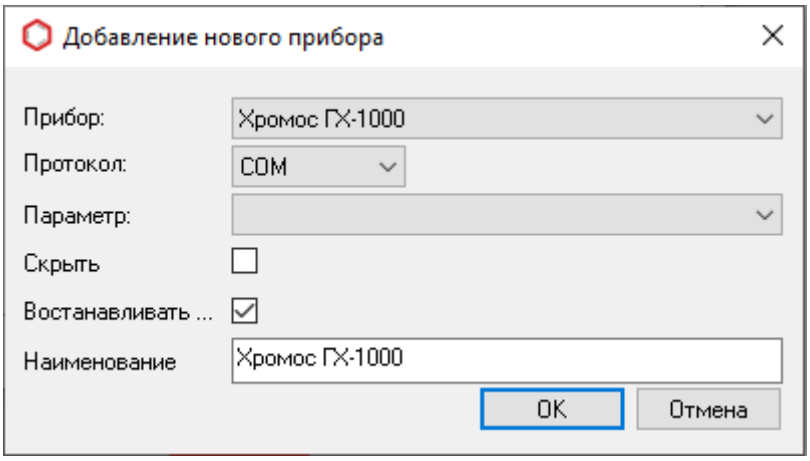

Рис. 105: Окно «Добавление нового прибора»
6. Чтобы добавить прибор, нажмите **Добавить**. Откроется окно *Добавление нового прибора* (Рис. 105):